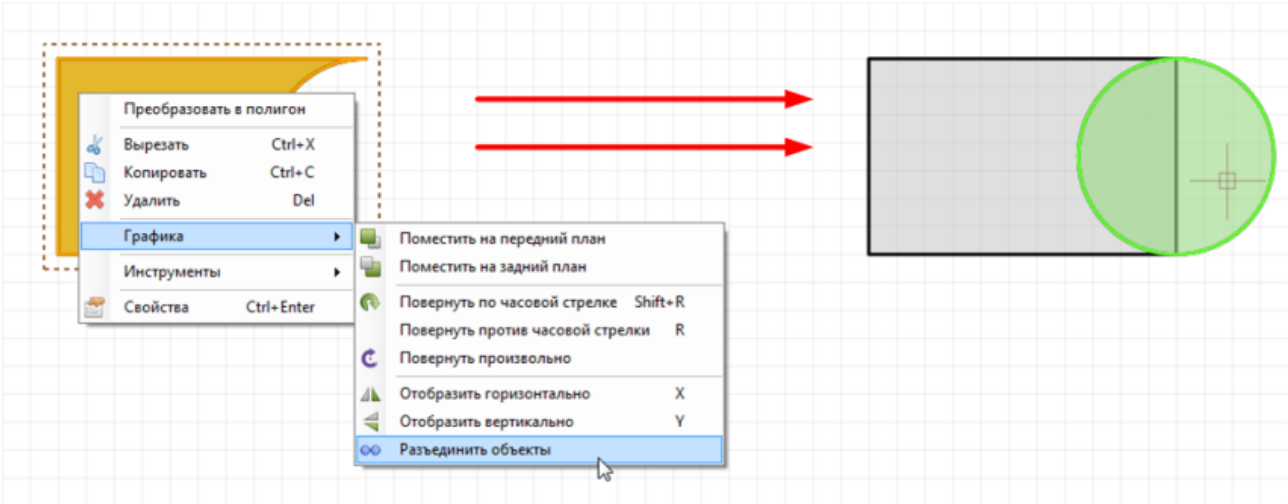

Рис. 59. Декомбинирование объектов
2. Вызвать контекстное меню и использовать пункт «Разъединить объекты» в разделе «Графика», см. Рис. 59. Также можно воспользоваться панелью инструментов «Графика».